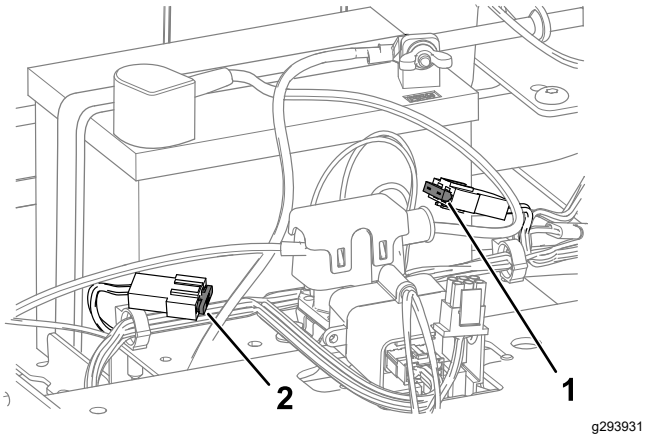

Figur 51
4. Om du behöver byta en säkring drar du i den för att lossa den (Figur 51).